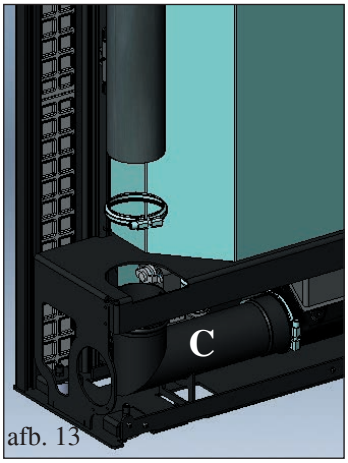

afb. 13
Plaats het metalen kapje (H) terug en steek de (niet bijgeleverde) rookafvoerbuis van boven op de gebogen verbindingsbuis (C- afb. 13/14) met behulp van de bijgeleverde klemring.